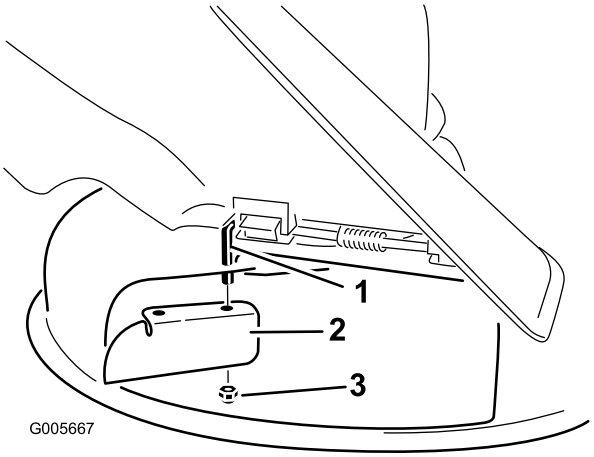

Figur 26
6. Monter kantskjermen på den eksponerte dreiestangen (Figur 26). Bruk eksisterende tynn mutter (3/8 tomme) for å feste skjermen til gressklipperen.
2. Fjern kantskjermen fra maskinen (Figur 26).